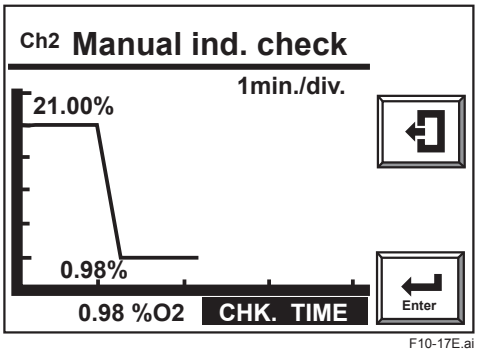

Figure 10.17 Zero Indication Check
12) Select [Start ind. check] and touch the Enter key. An oxygen concentration graph like Figure 10.17 is displayed, and [CHK.TIME] status mark flashes. Wait for the graph measured value trace to stabilize. Compare the measured zero gas concentration displayed at the bottom of the display against the certified concentration of zero gas to check for any discrepancy or error.